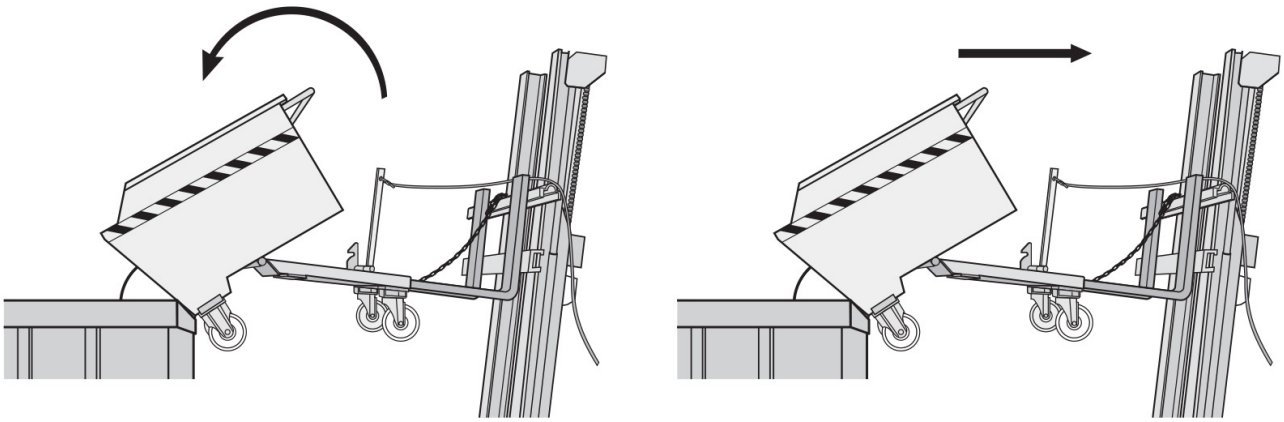

Abb.6.1.6
• 6.1.10 Rücken Sie zurück, bis der Container am Rand der Mulde überlappt (**Abb. 6.1.6**).
• 6.1.10 Move backward until the container is aver the edge of the bin (fig. 6.1.6).